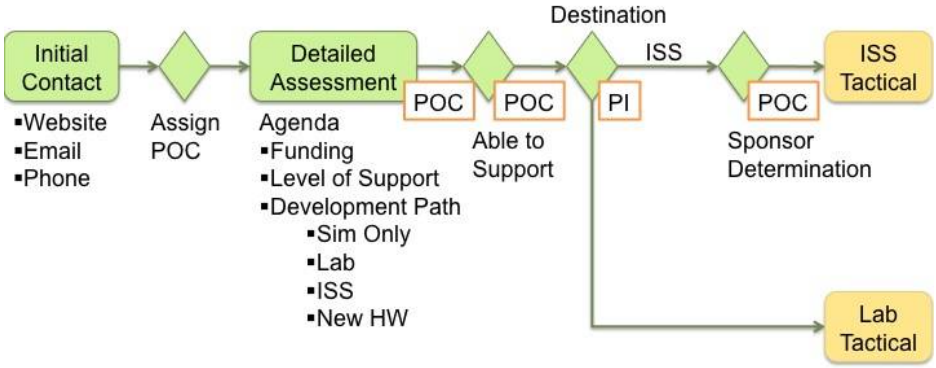

Figure 8: Strategic Phase
The Strategic Phase (Fig. 8) begins with initial contact by the Principal Investigator (PI) with the Astrobee Research Facility. The facility assigns a Point of Contact (POC), who works with the PI to ensure the investigation is funded, assess what assistance the PI may need during the investigation, and outline the eventual goal of the investigation. The goal may include, in order of increasing cost and complexity, testing in simulation, testing in the lab on Astrobee hardware, testing software and/or existing Astrobee hardware onboard ISS, and sending new hardware to ISS for integration and operation. Once the basic parameters are known, the investigation moves to the Tactical Phase, which is split into Lab Tactical Phase and ISS Tactical Phase due to the large difference in requirements for the two destinations.